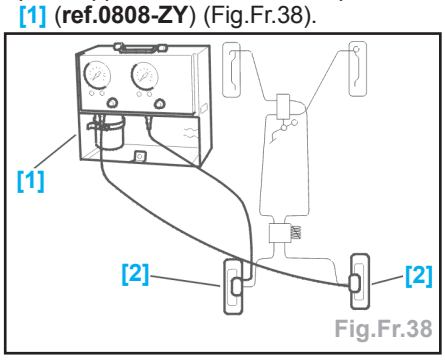

Fig.Fr.38
- Brancher les raccords de prise de pression [2] à la place des vis de purge, puis l'appareil de contrôle des pressions [1] (**ref.0808-ZY**) (Fig.Fr.38).